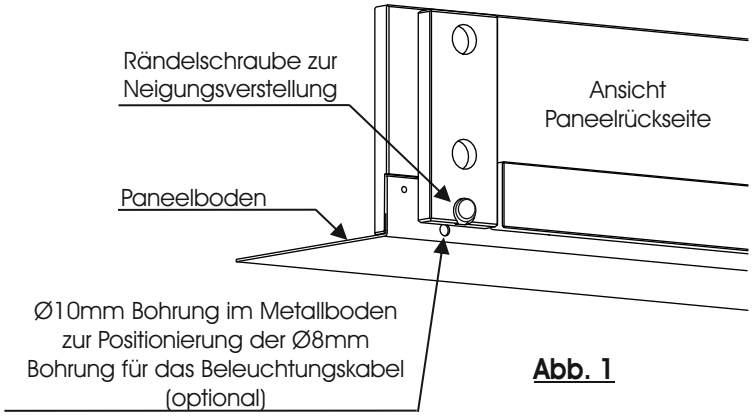

Abb. 1
2. Falls Sie eine Beleuchtung bestellt haben (optional), muss hierfür eine Bohrung von der Rückseite des Paneels zur Kabelverlegung gebohrt werden. Verwenden Sie hierfür einen Ø8mm Bohrer. Die Position gibt die Ø10mm Bohrung im Metallboden vor, die sich auf der linken Seite der Paneelrückseite befindet. Zur Vermeidung von Ausrissen legen Sie beim Bohren vor die Vorderseite des Paneels eine Zulage. (Abb. 1)